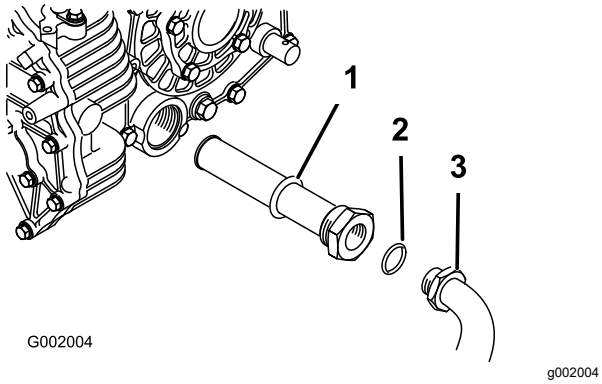

**Figura 57**
5. Remova a mangueira hidráulica e o encaixe em 90° (Figura 57).